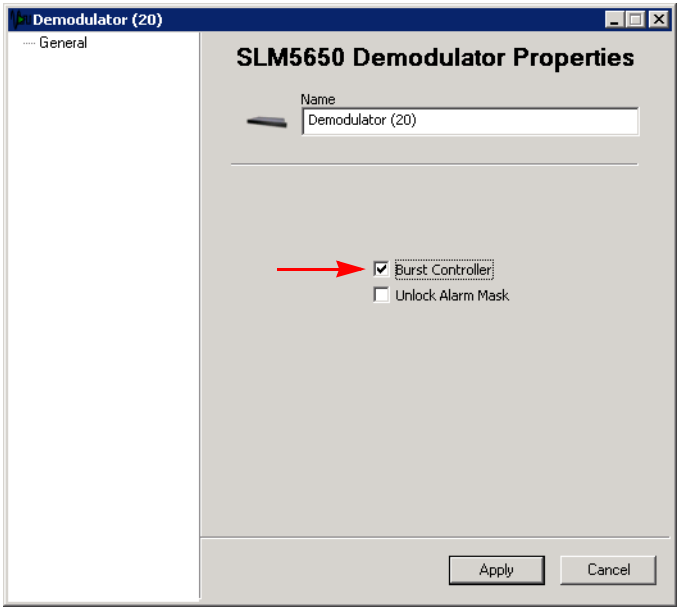

Figure 3-54 Carrier Flag Setting, Burst Controller—SLM-5650A
- For an *SLM-5650A Burst Controller*, select the **Burst Controller** check box, figure 3-54.